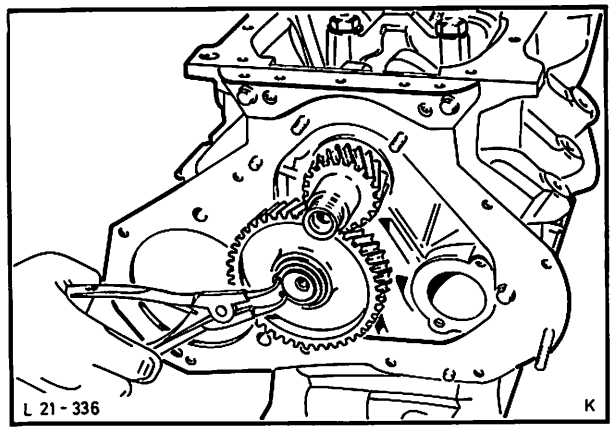

Abb. 51 Zwischenrad abbauen
22. Zwischenrad nach Entfernen des Sprengringes mit Scheibe abnehmen, Abb. 51.